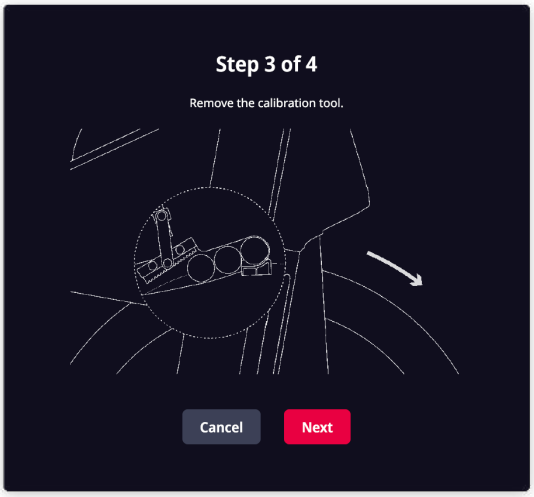

Fig. 81
c. Remove the calibration tool. (Fig. 81)